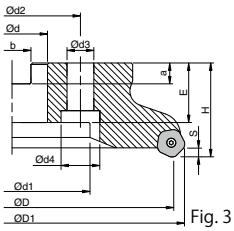
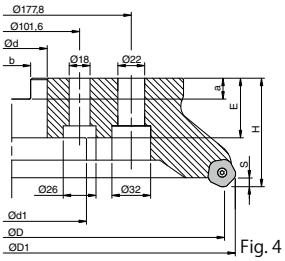

Fig. 3
Fig. 4
4. Pour changer l'arête de coupe de la plaquette, faire tourner celle-ci dans le sens antihoraire (voir fig. 3). Le numéro d'identification d'arête de la plaquette est estampé sur sa surface supérieure (fig. 4). Pour protéger l'arête Wiper, utiliser les arêtes de la plaquette dans l'ordre de leurs numéros.